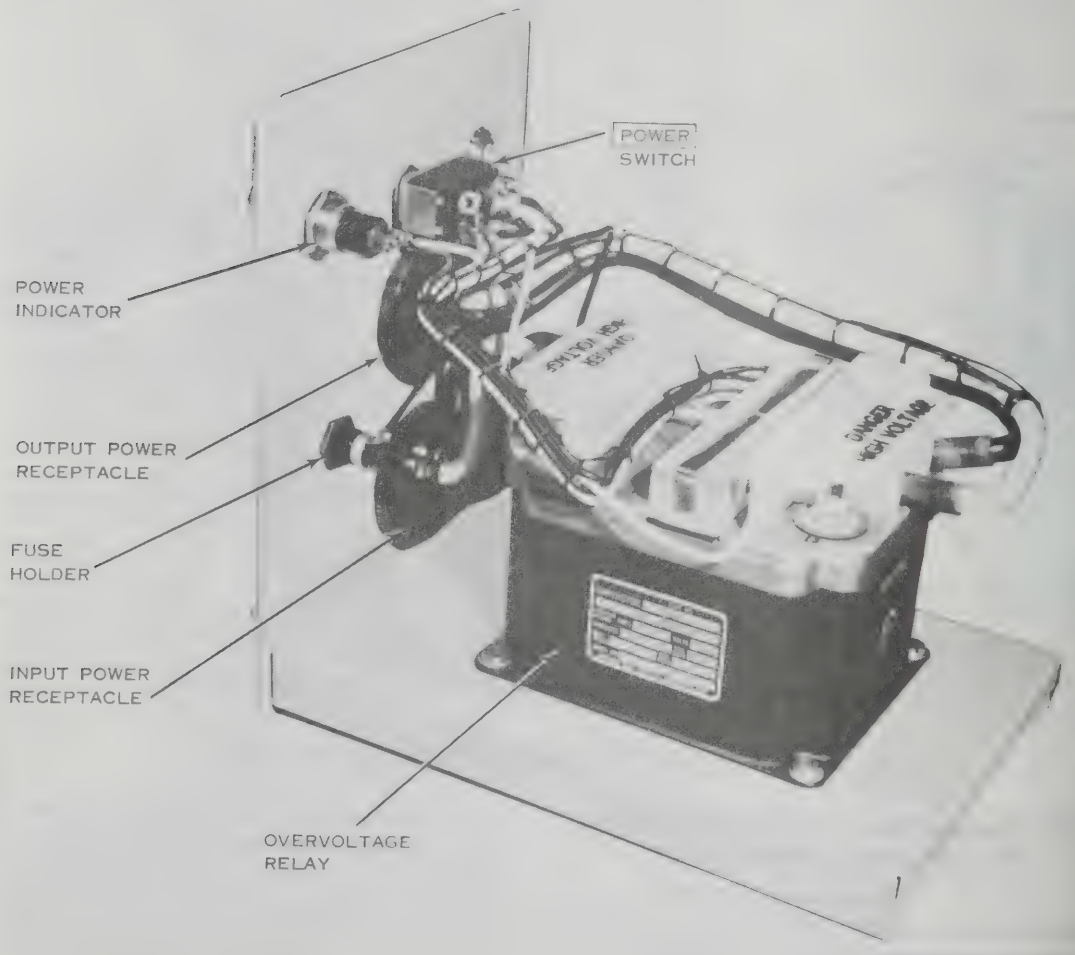

Figure 4–6. Overvoltage protective device, parts location.
c. Overvoltage Protective Device (figs. 4–6 and 4–7). Remove the cover from the over-voltage protective device, and then perform the required troubleshooting and repair procedures.